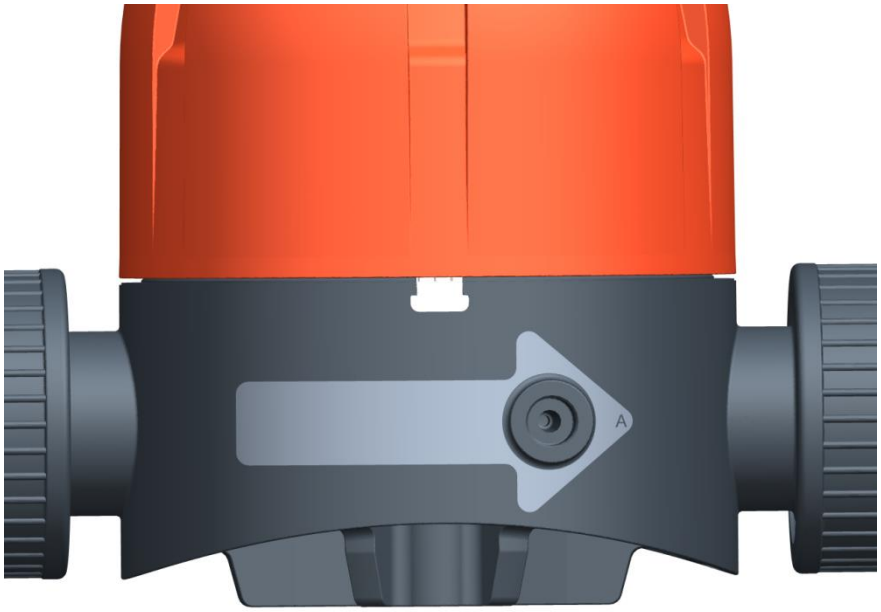

Fig. 1
- Observe the flow direction, see arrow on body (Fig. 1)